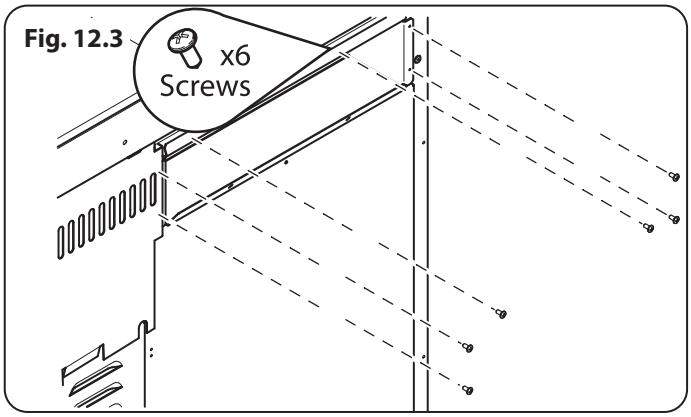

Fig. 12.3
1. Remove the six screws where the cooling fan box will be fixed **Fig. 12.3**.